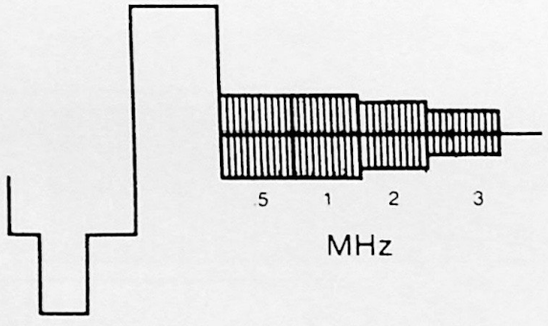

Figure 58. Multiburst Signal
5. Adjust frequency response control (R394) so that the frequency response of the multiburst signal over the range of .5-MHz to 3-MHz meets the following standards (Figure 58).